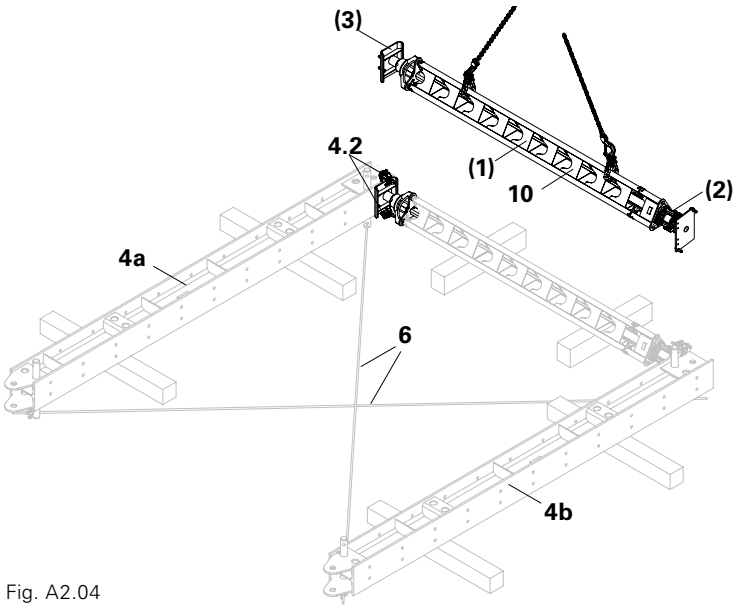

Fig. A2.04
1. Lift HD Props (10) with retracted Head Spindles HDK 45 (2) between the Main Beams HDT. (Fig. A2.04)